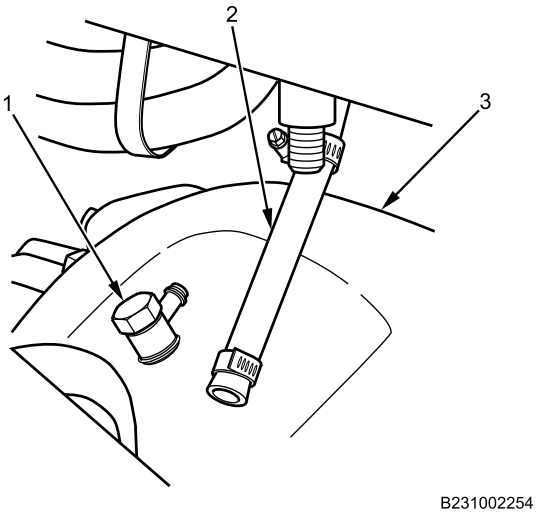

Figure 2. Front Axle Breather Removal from Differential Case.
2. Remove breather hose (Figure 2, Item 2) from front axle breather (Figure 2, Item 1). Set breather hose aside.
3. Remove front axle breather (Figure 2, Item 1) from differential case housing (Figure 2, Item 3).